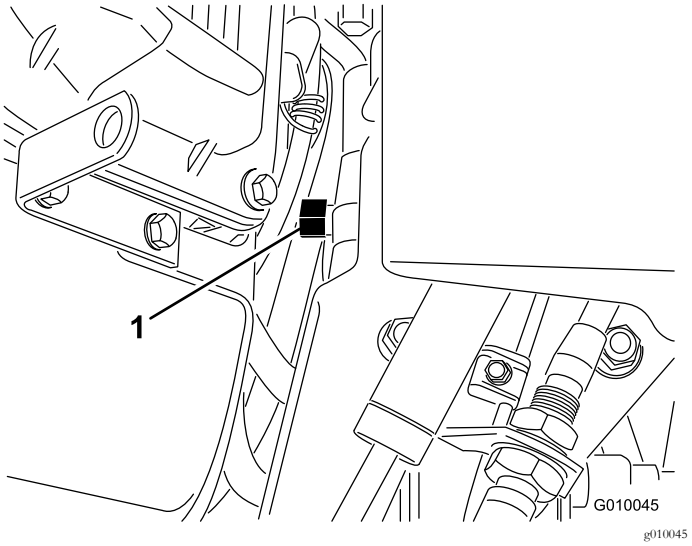

Figur 30
2. Hitta överströmningsventilen mellan motorn och den hydrostatiska pumpen (Figur 30).
3. Använd en 5/8-tums skruvnyckel och vrid överströmningsventilen motsols ett varv. Hydraulvätskan kan då passera förbi pumpen så att hjulen kan rotera (Figur 30).
5. Vrid överströmningsventilen medsols ett varv när du vill använda luftaren igen (Figur 30).